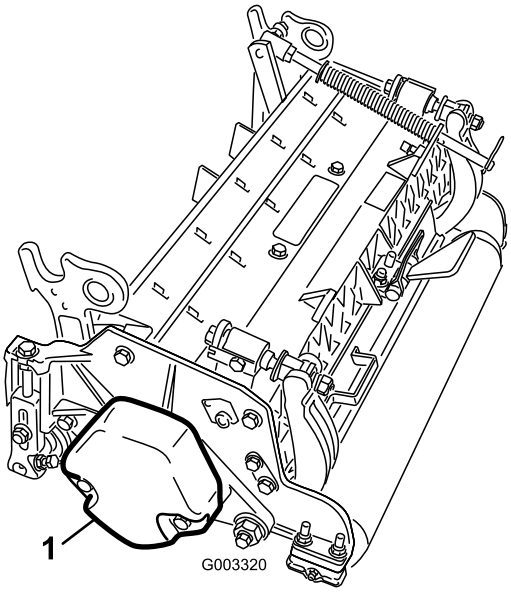

Figur 3
4. Kontrollera att motvikten (Figur 3) har monterats på rätt sida av klippenheten i enlighet med *installationsanvisningarna* för motvikter.